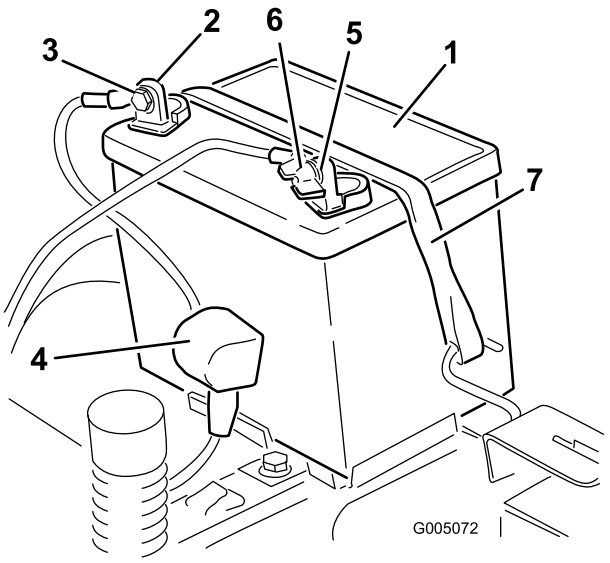

Figur 39
4. Koble den negative (svarte) grunnkabelen fra batteripolen (Figur 39). Behold alle festene.
5. Skyv gummihetten oppover på den positive (røde) kabelen. Koble den positive (røde) grunnkabelen fra batteripolen (Figur 39). Behold alle festene.
6. Fjern batteriholderen (Figur 39) og ta ut batteriet.
1. Still batteriet i holderen (Figur 39).
5. Fest batteriet med tilholderen (Figur 39).